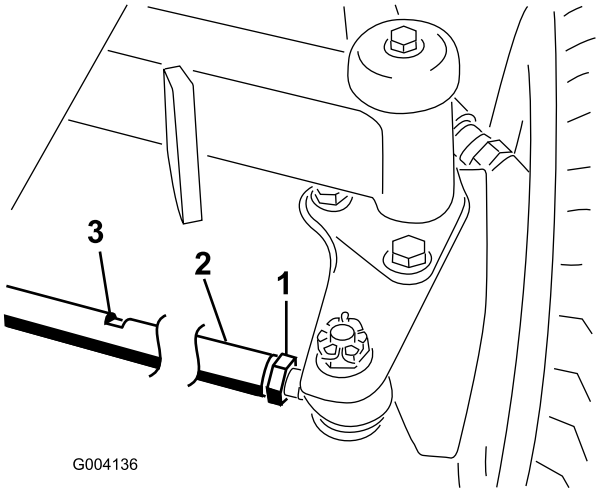

Figur 60
2. Lossa kontramuttern i båda ändar av dragstången (Figur 60).